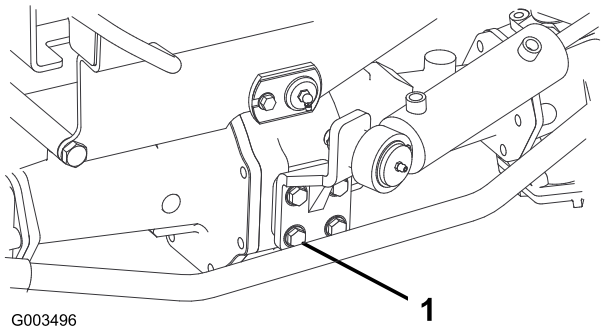

**Figur 55**
2. Kontrollera åtdragningen av styrcylinderns fästbultar (Figur 55). Dra åt till 65-81 Nm.